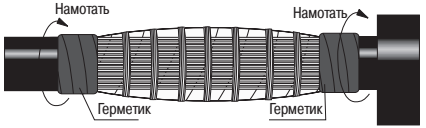

Рисунок 15
4.24 Обезжирить наружную оболочку кабелей и намотать 2–3 витка ленты герметика на корешки разделки (рисунок 15).